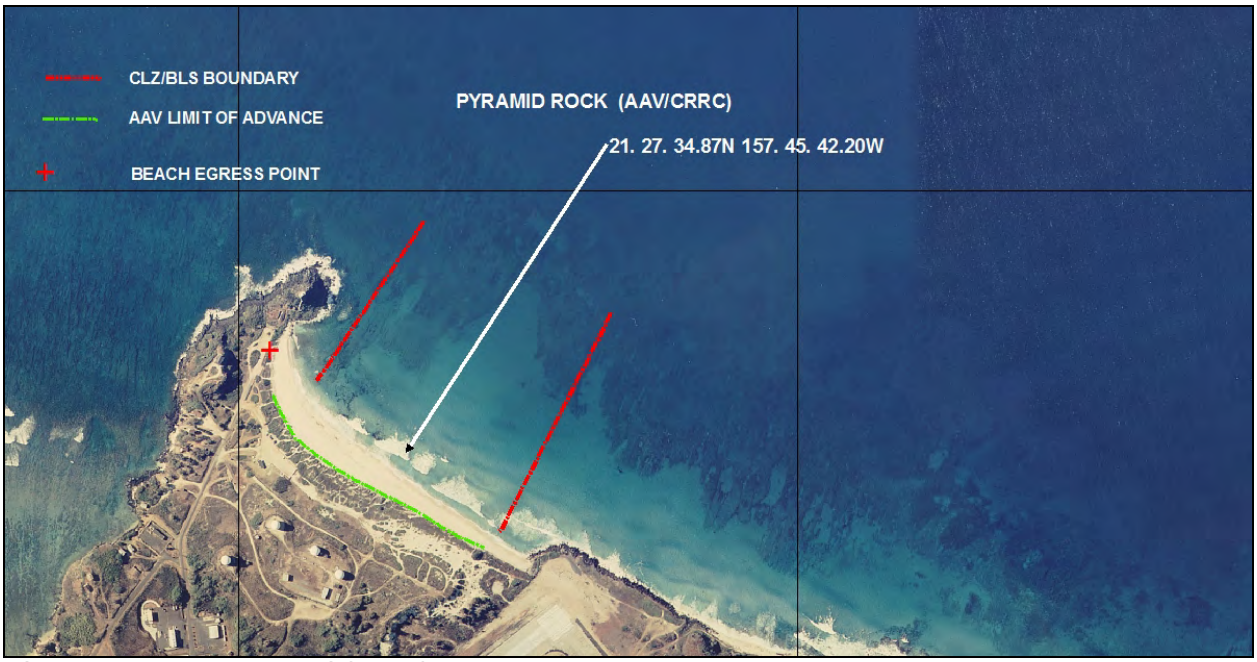

Figure 5-3 CLZ Pyramid Rock
1. Pyramid Rock Beach is located aboard MCB Hawaii and has been established as a CLZ. The location of CLZ Pyramid Rock is depicted in Figure 5-3.